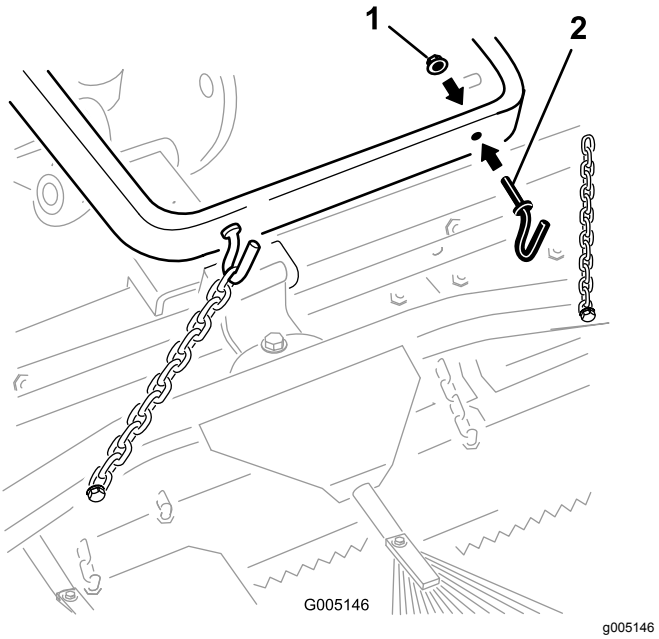

Rysunek 5
A. Za pomocą 2 nakrętek (⅜ cala) zamocuj 2 haki od tylnej strony ramienia podnoszenia (Rysunek 5). Zamocuj łańcuchy do haków tak, aby uzyskać pożądaną długość.